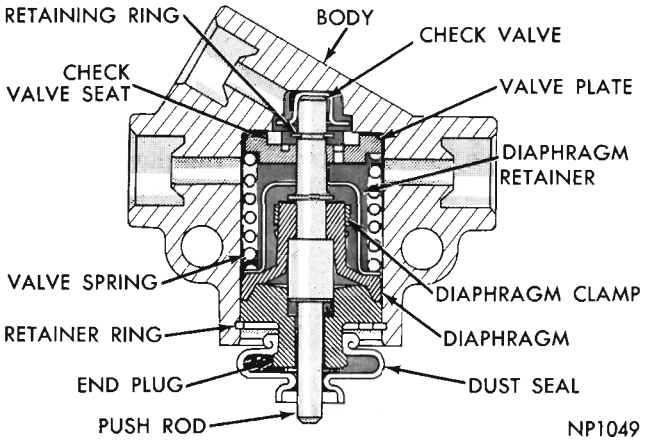

Fig. 2—Metering Valve (Sectional)
(3) **Pressure Bleed:** This method of bleeding is influenced by the metering valve. Bleed pressure, which is normally about 35 psi, is high enough to cause the metering valve to close, stopping the flow of fluid to the front brakes. However, the valve can be held open manually by keeping the pressure release push rod (Fig. 2) (at the bottom of the valve) in its upper most position, by depressing the push rod by hand, or Tool C-4059, while bleeding the brakes.